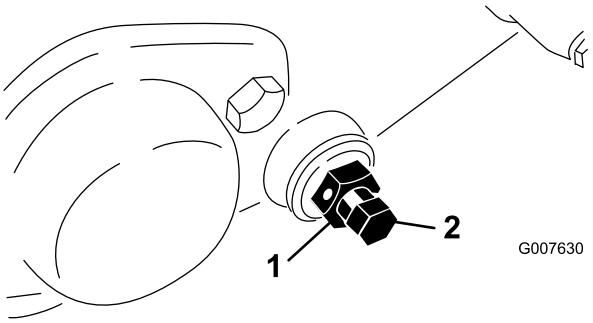

Figur 49
3. Løsn den kontramøtrik, som fastholder bundtværstangens bolt, på hver side af maskinen (Figur 49).
4. Afmonter bundtværstangens bolte, så bundtværstangen kan trækkes nedad og fjernes fra maskinen. Gem de 2 nylonskiver og 2 prægede stålskiver på hver ende af bundtværstangen (Figur 49).